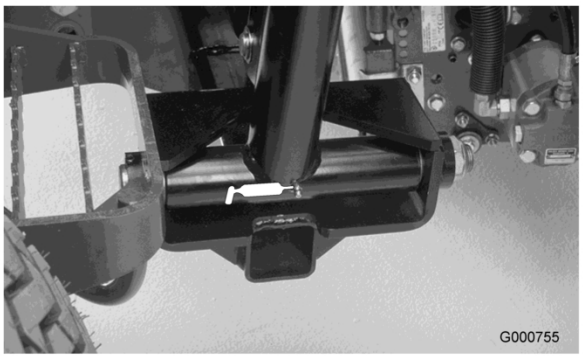

Figur 34
- Løftearmens drejetap (3) (Figur 34)